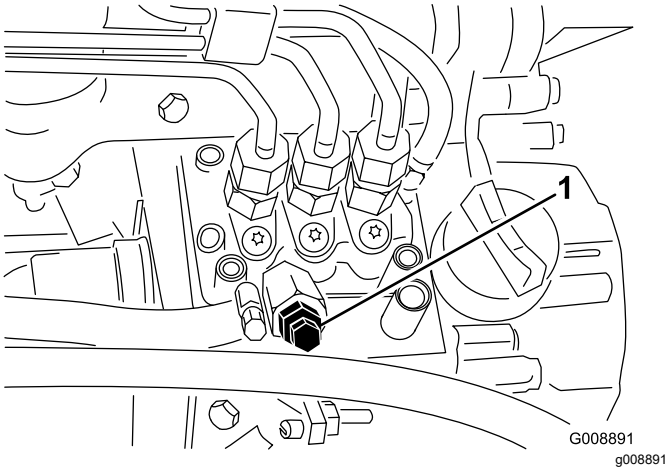

Figur 51
4. Åbn udluftningsskruen på brændstofindsprøjtningspumpen (Figur 51).